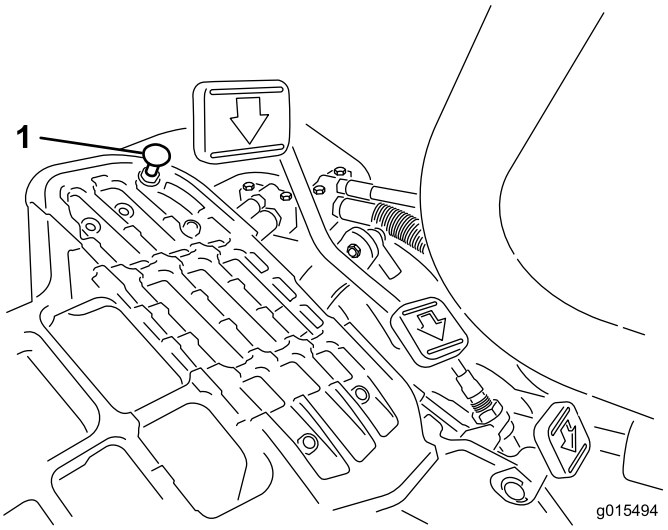

Figuur 48
Om de maximale transportsnelheid te verkrijgen, moet u de schakelhendel in de transportstand zetten en het tractiepedaal intrappen. Als het pedaal contact maakt met de pedaalaanslag (Figuur 48) voordat u spanning op de kabel voelt, is afstelling vereist:
1. Zet de schakelhendel in de transportstand en draai de borgmoer los waarmee de pedaalaanslag is bevestigd aan de vloerplaat (Figuur 48).